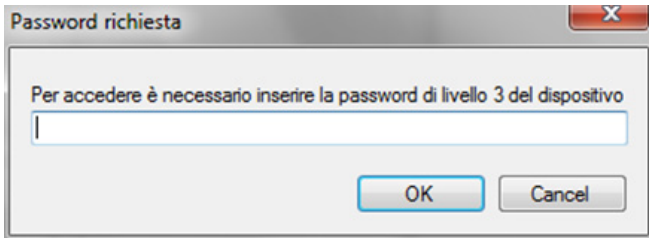

Fig. 8.36. Richiesta password
- **Usa psw salvata**: Se questo campo è flaggato, viene usata la password impostata nella configurazione corrente per accedere al dispositivo.Se non viene flaggato, l'utente dovrà inserire la password nel campo mostrato in Fig. 8.36 e confermare con OK.